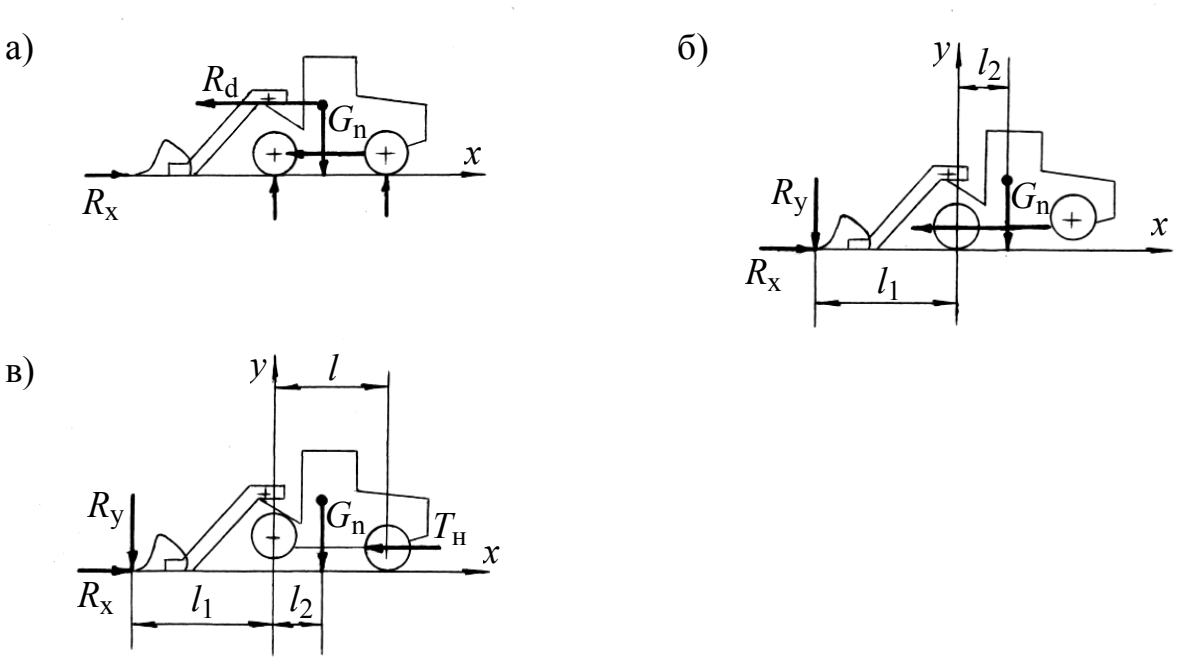

Рис. 7. Расчетные случаи нагружения погрузчика
1. Удар ковша о труднопреодолимое препятствие при внедрении в породу, с запертыми гидроцилиндрами поворота стрелы и ковша (рис.7, *а*).
2. Вывешивание погрузчика вокруг передней оси при повороте внедренного в развал горной массы ковша усилием гидроцилиндра его поворота (рис.7, *б*).
3. Вывешивание погрузчика вокруг задней оси под действием цилиндров подъема стрелы (рис.7, *в*).
Усилие в цилиндре поворота ковша при запертых цилиндрах стрелы определяется по второму расчетному положению (п. 7.1) и схеме (рис. 7):